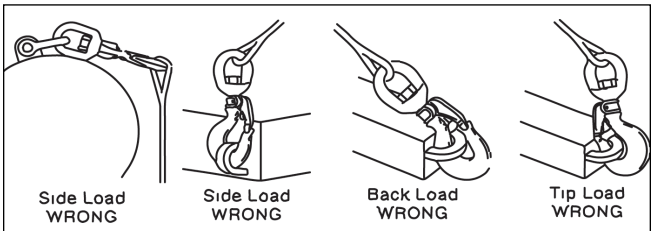

Figure 2
- Never side load, back load, or tip load a hook. Side loading, back loading and tip loading are conditions that damage and reduce the capacity of the hook. (See Figure 2).